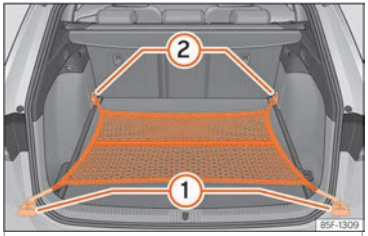

Fig. 132 En el maletero: bolsa de red enganchada a ras del suelo.
- Fije los ganchos de la red en las argollas de amarre ① y ② ››› **fig. 132** ››› ⚠. La cremallera de la bolsa tiene que quedar hacia arriba.